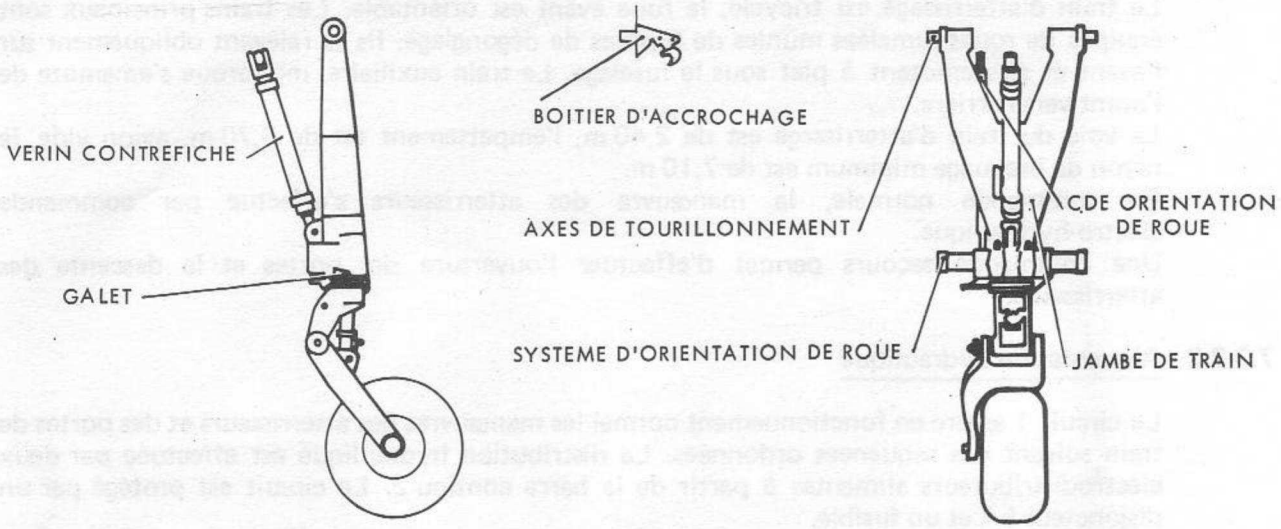

FIGURE 7 - TRAIN AUXILIAIRE
7.3.2.5 - Train auxiliaire (Fig. 7)